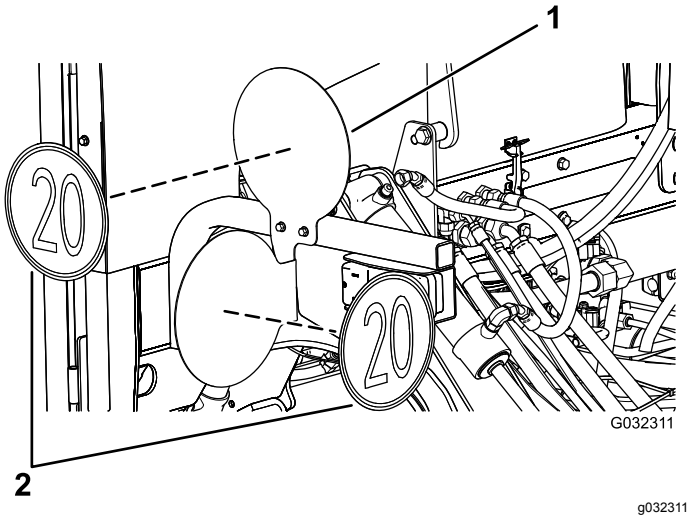

Figure 36
3. Apposez les autocollants sur la surface extérieure des plaques (Figure 36).